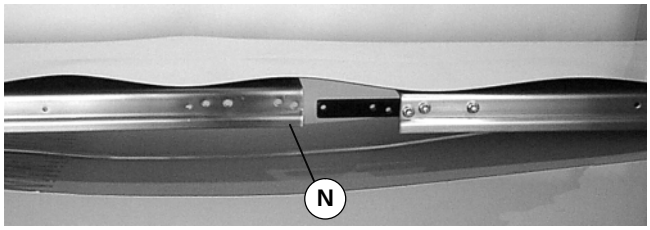

Abbildung 7
4. Den Förderbandrahmen (N siehe Abbildung 7) in die Bandschlaufe plazieren.